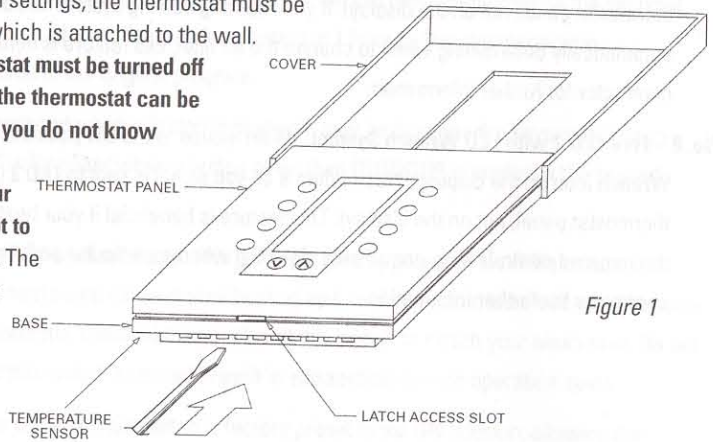

Figure 1
c) Carefully insert a medium-sized flathead screwdriver into the latch access slot *(see Figure 1)*.